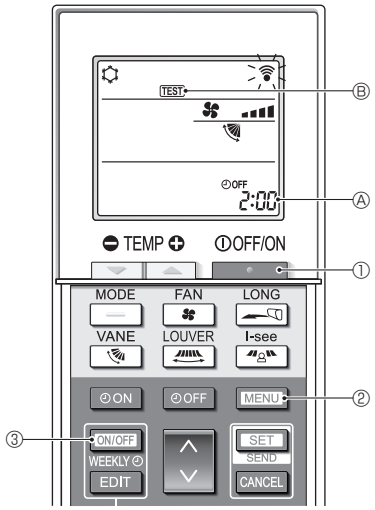

**Fig. 7-5**
### 7.2.2. Utilisation de la télécommande sans fil (Fig. 7-5)
■ **Essai de fonctionnement (Fig. 7-5)**
1. Appuyez sur le bouton [ ] ① pour arrêter le climatiseur.
- Si la minuterie hebdomadaire est activée (WEEKLY est affiché), appuyez sur le bouton [ON/OFF WEEKLY] ③ pour la désactiver (WEEKLY disparaît).
2. Appuyez sur le bouton [MENU] ② pendant 5 secondes.
3. Appuyez sur le bouton [MENU] ②.